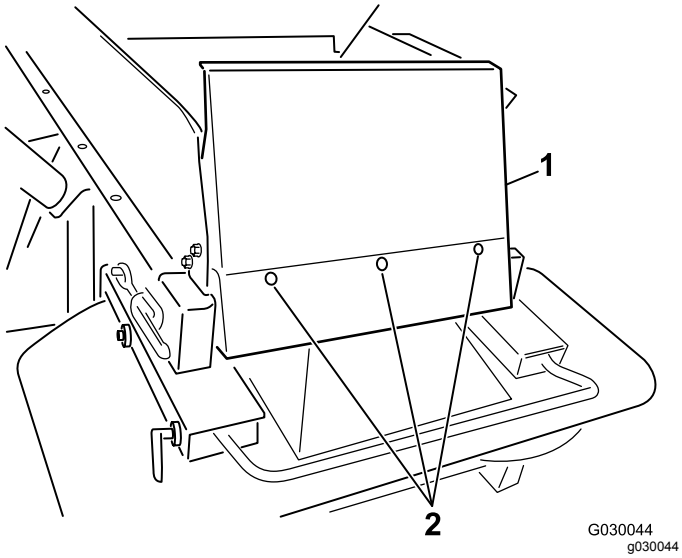

Rysunek 7
6. Zamontuj osłonę kosza samowyładowczego za pomocą dostarczonych śrub z łbem półokrągłym (¼ x ⅝ cala) i nylonowych przeciwnakrętek (Rysunek 7).